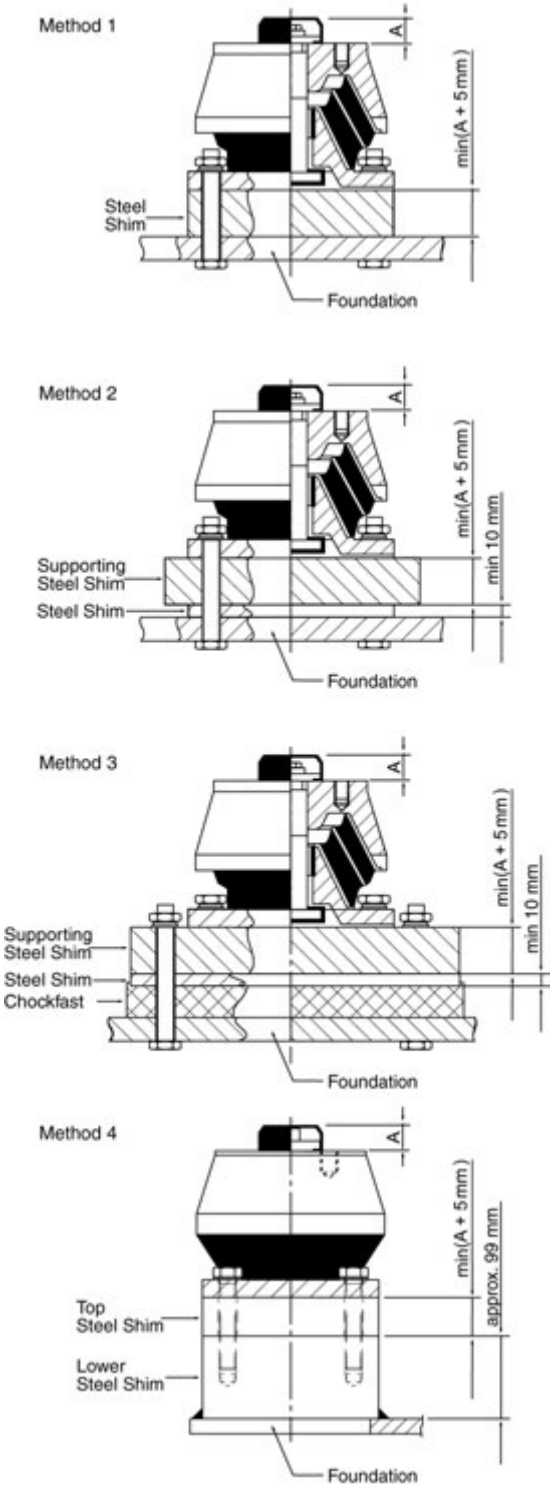

Figure 2: Support of conicals
1) The support between the bottom flange and the foundation of the conical mounting is made with a loose steel shim. This steel shim is adjusted to an exact measurement (min. 5 mm thicker than measurement A. See figure 2) for each conical mounting.
NOTICE The steel shim must be at least 5 mm thicker than measurement 'A' in figure 2 to allow for the replacement or maintenance of the conical. See work card M5190305 for more information.